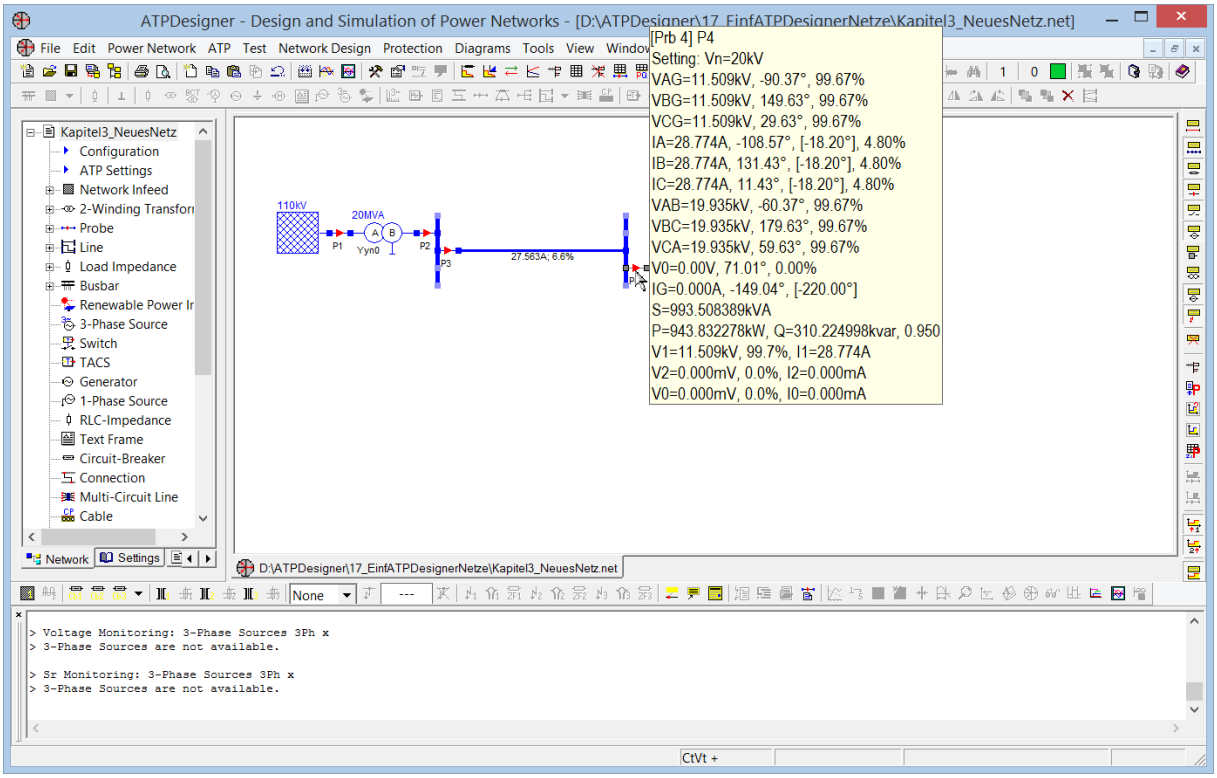

Abbildung 31: Ergebnisse der Netzberechnung
Sind jetzt die beiden Schalter eingeschaltet, kann die Lastflussberechnung wie in Kapitel 3.13.1 erläutert ausgeführt werden. ATPDesigner führt abhängig von den definierten Konvergenzbedingungen eine **iterative Lastflussberechnung** durch. In Abbildung 31 ist ein Ausschnitt aus dem Einstelldialog angezeigt. Der Einstelldialog ist in Kapitel 6.4.3, das Iterationsverfahren in Kapitel 6.4.2.1 näher erläutert.
- ATPDesigner hat **N=2** Iterationen benötig. Im Einstelldialog in Abbildung 31 sind mit dem Einstellwert **Max. Steps** maximal 20 Iterationsschritte als zulässig vorgegeben. Erreicht ATPDesigner mit maximal Iterationsschritten die geforderte Iterationsgenauigkeit nicht, so bricht ATPDesigner wegen **Divergenz** die Lastflussberechnung ab.
Die Spannung der Sammelschienen wird von ATPDesigner automatisch überwacht. Die maximal und minimal zulässigen Spannungen können im Einstelldialog **ATP Related Settings**, Registerkarte **Load Adjusting** (Kapitel 6.4.3) eingestellt werden. In Abbildung 31 sind die Einstellwerte dargestellt.